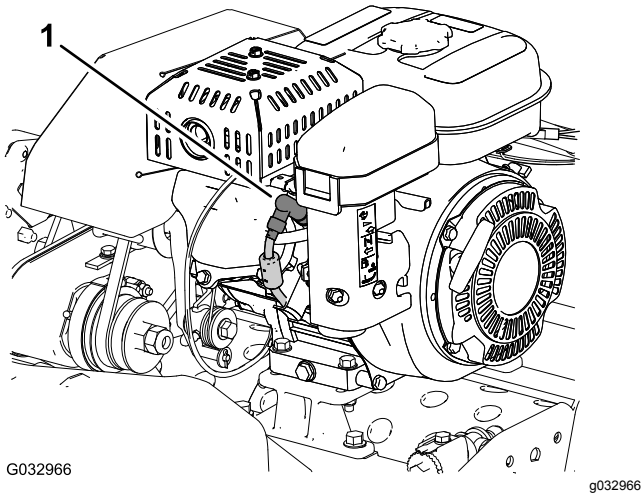

Figure 1
5. Remove the spark-plug wire from the terminal of the spark plug (Figure 1).